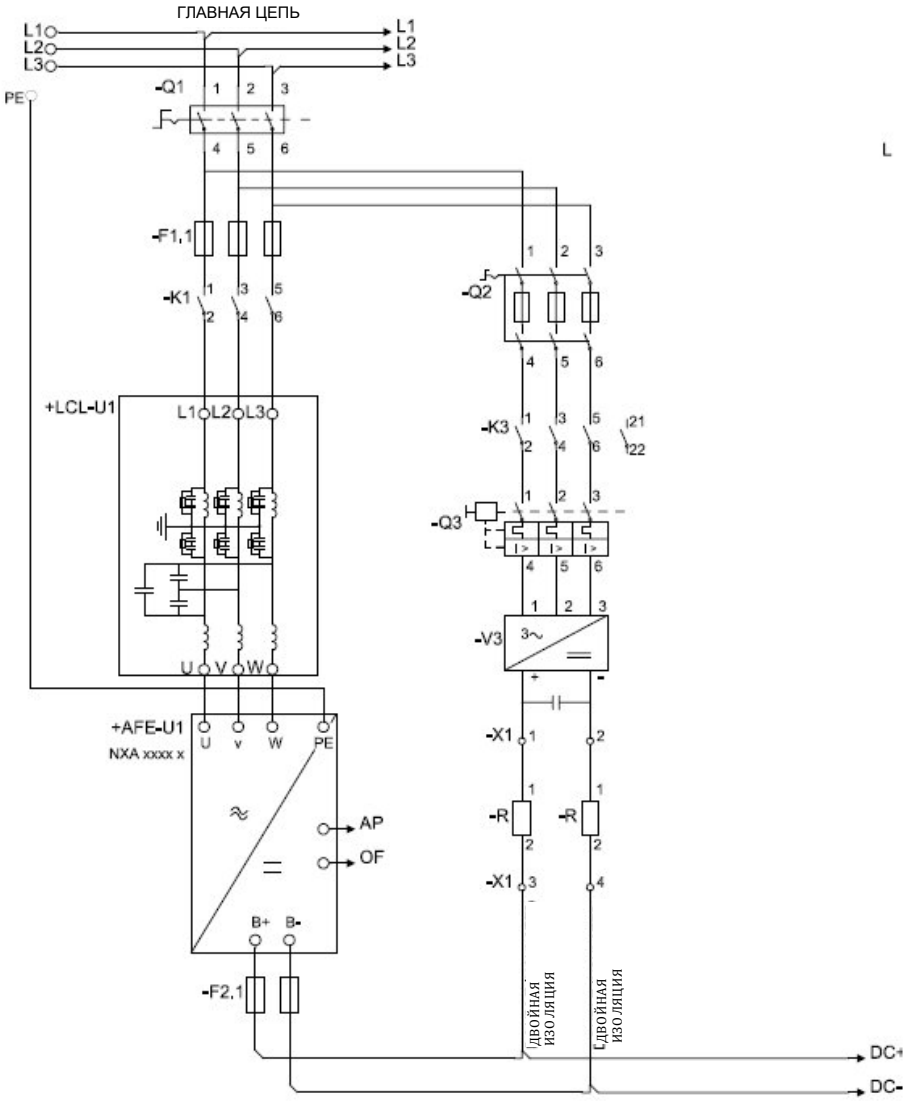

Рис. 6. Подключение
Режим сетевого преобразователя реализуется с помощью аппаратных средств AFE со специальным программным обеспечением. Необходимы внешний LC(L)-фильтр и цепь зарядки. Это устройство выбирают в тех случаях, когда требуются низкие гармоники сети электроснабжения. Принципы подключения преобразователя AFE описаны на Рис. 6.
1. Подключите блок в соответствии с Рис. 6.